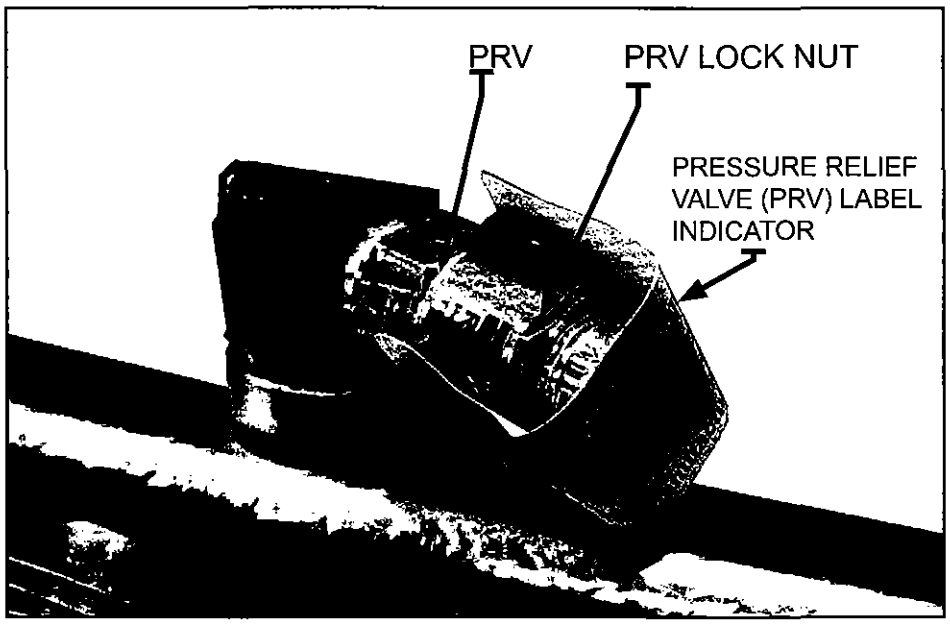

FIGURE 1
- ☐ Pressure relief device for signs of leakage. See Figure 1 and refer to the ANNUAL Section (see below) item 2 for further instructions